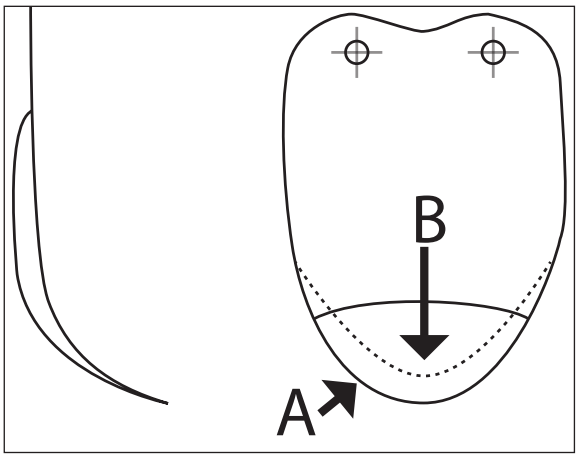

Bild 16
- Prüfen Sie, ob sich die Messer im guten Zustand befinden. Wenn das Messer mehr als 20mm verschlissen ist, tauschen Sie es aus. Punkt B Bild 16 ist die Verschleißgrenze. Punkt A zeigt den Neuzustand.